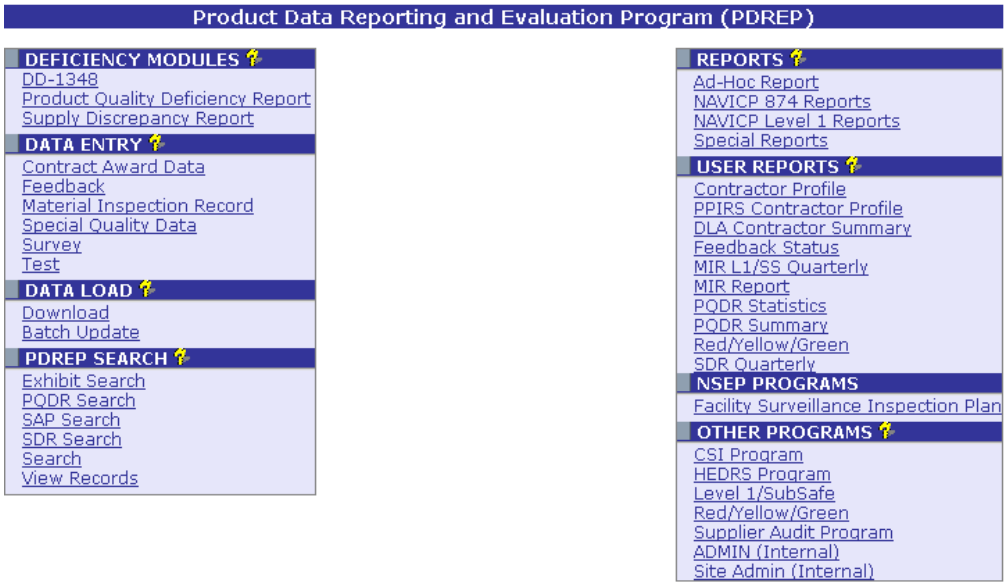

Figure 4.1
a. Once the user has been granted batch load rights, and their organization has set up their database system to produce the MIR Batch Upload File, the user can select the Batch Update link on the PDREP Main Menu (Figure 4.1) to begin the process of uploading the batch file to PDREP.